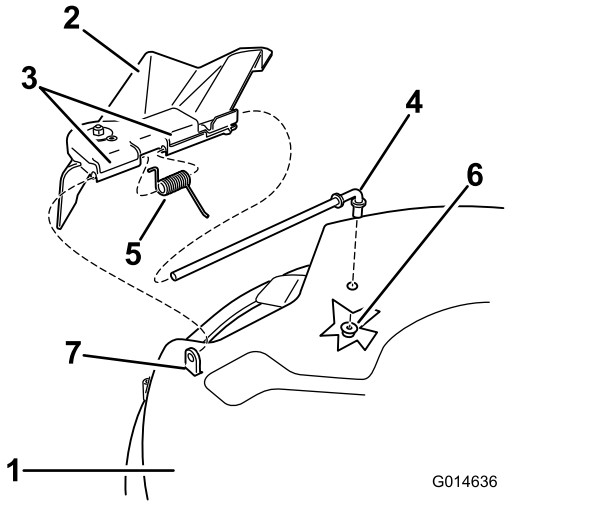
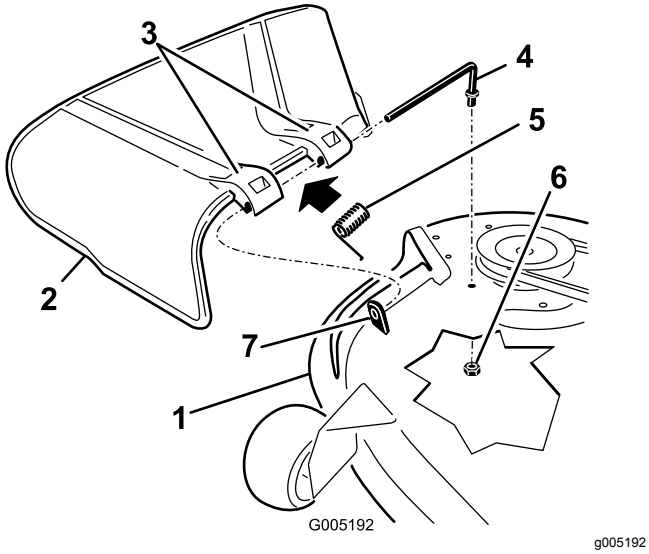

Figur 72
Figur 73
1. Fjern mutteren (⅜ tomme) fra stangen under klippeenheten (Figur 72 og Figur 73).
2. Skyv stangen ut fra den korte utstikkeren, fjæren og gressavlederen (Figur 72 og Figur 73).
4. Skifte gressavlederen (Figur 72 og Figur 73).
7. Skyv stangen gjennom den andre gressavlederbraketten (Figur 72 og Figur 73).
9. Fest den bakre enden av stangen til klippeenheten med en mutter (⅜ tomme) som vist i Figur 72 og Figur 73.